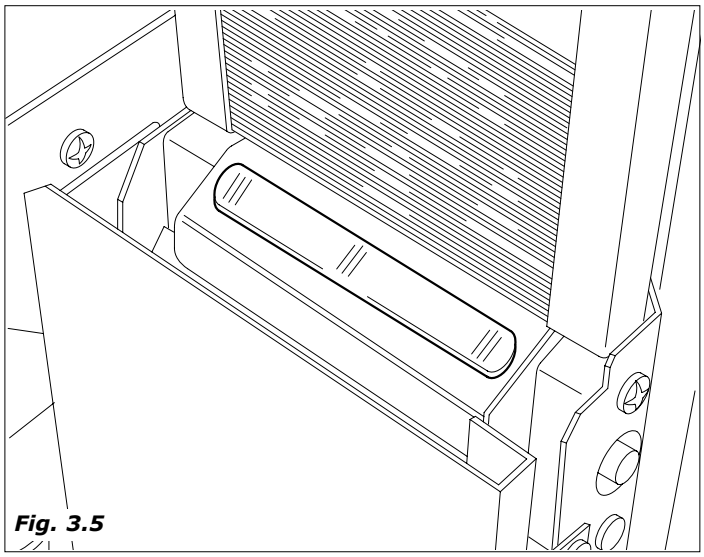

Fig. 3.5
- ativa-se o motoredutor que aciona o dispositivo de desganchamento culherzinha no copinho (*Fig.3.5*)